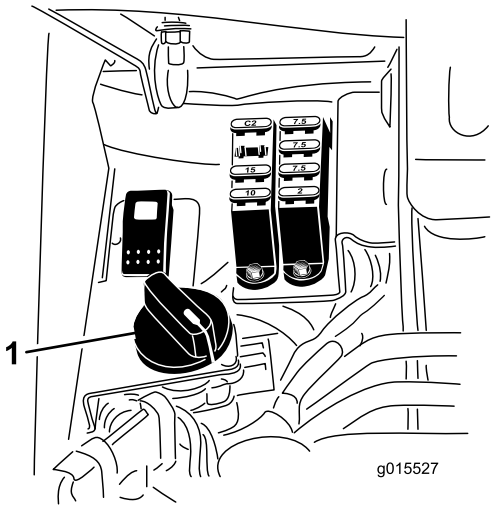

**Figur 60**
6. Vrid cylinderhastighetsreglaget till inställningen 1 (Figur 60).